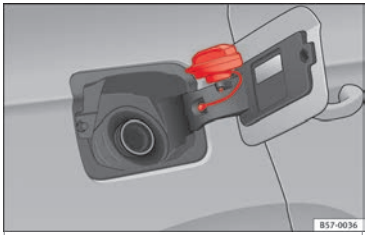

Fig. 58 Fuel tank flap with tank cap attached.
- Place it in the space on the hinge of the open flap ››› **Fig. 58**.